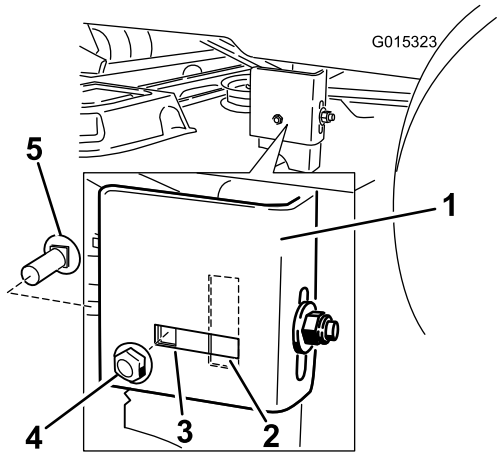

Figur 61
7. Förflytta dig till maskinens vänstra sida. Kontrollera om sidovagnskruven är i det låsta eller skårade läget (Figur 61).
8. Om sidovagnskruven är i det låsta läget tar du bort sidovagnskruven och sidolåsmuttern från det låsta läget och monterar dem i det skårade justeringsläget (Figur 61).